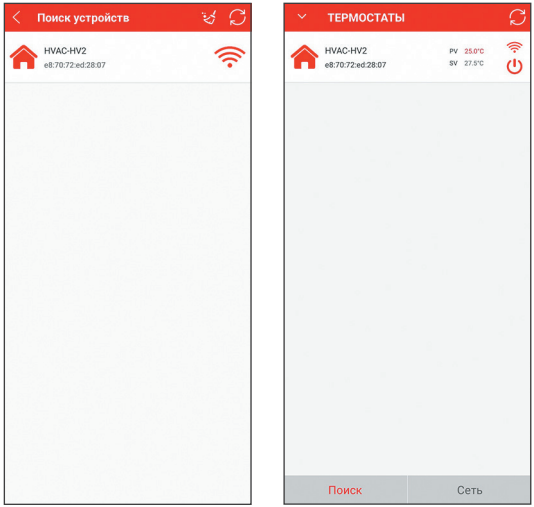

Рисунок 8
8.3.3. Нажатием на значок вернитесь в окно «Термостаты» и выберите «Поиск». Обновите окно «Поиск устройств» путем нажатия на значок . В списке появится новый термостат, который можно выбрать нажатием, после чего он появится в окне «Термостаты» *(рисунок 8)*.